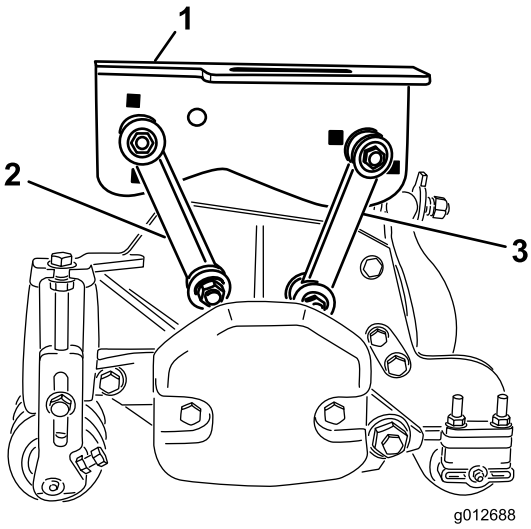

Figur 17
- Fest monteringskoblingene til midtre bærerammehull med en bolt ((3/8 x 2 1/4 tommer), to flate skiver og en låsemutter som vist på Figur 17. Plasser en skive på hver side av koblingen når du monterer. Stram til festene med et moment på 42 Nm.